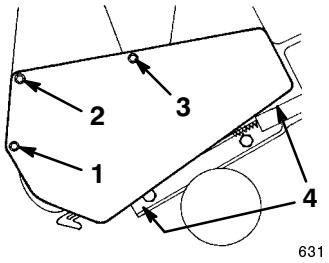

**Figur 26**
6. Ta bort de tre självgängande skruvarna, de två huvudskruvarna, brickan och de två låsmuttrarna som fäster drivremkåpan till snöslungans ram (figur 26). Lägg drivremkåpan åt sidan.